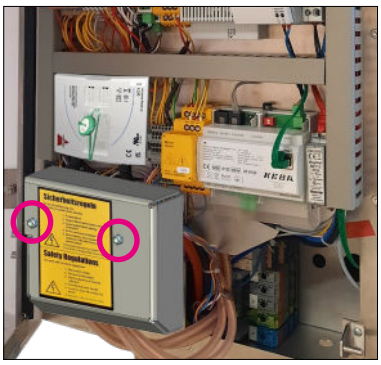
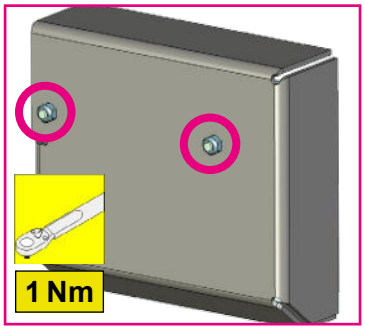

Abb. 68: Berührungsschutz
Abb. 69: Detail Berührungsschutz
1. Verschraubung Berührungsschutz lösen: Siehe Abb. 68 und Abb. 69.
5. Berührungsschutz mit Schrauben montieren: Siehe Abb. 68 und Abb. 69